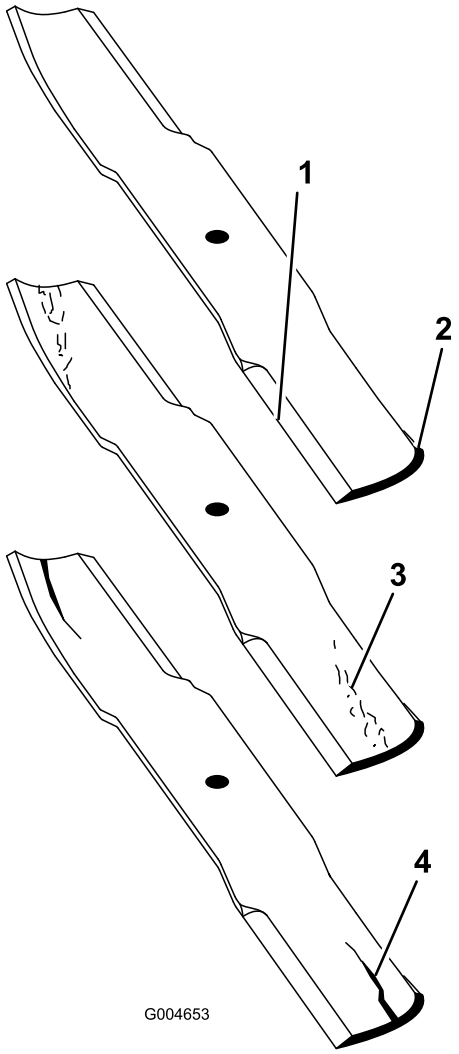

Figur 85
2. Undersøg omhyggeligt skæreknivens skær, især der hvor den flade side og den buede side mødes (Figur 85).
Bemærk: Da sand og slibematerialer kan slide det metal, der forbinder den flade og den buede del af skærekniven, væk, skal skærekniven kontrolleres, før plæneklipperen anvendes. Hvis der opdages tegn på slitage (Figur 85), skal kniven udskiftes.